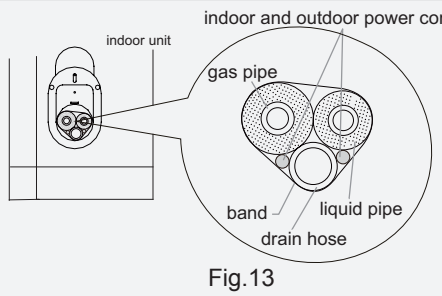

Fig.13
(1) Bind up the connection pipe, power cord and drain hose with the band.(As show in Fig.13)